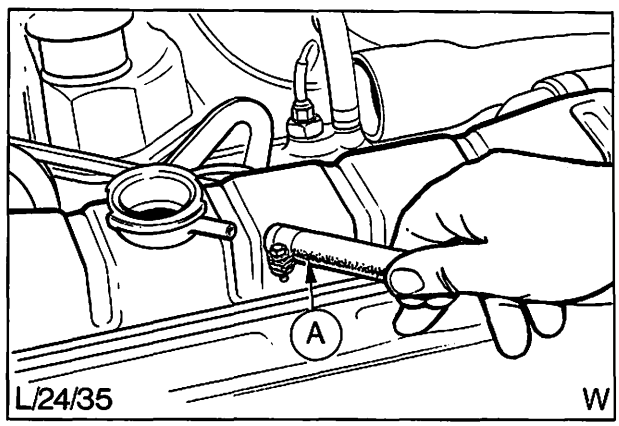

Abb. 64 Überlaufschlauch „A" lösen
a) Dünnen Schlauch vom Einfüllstutzen lösen, Abb. 64.